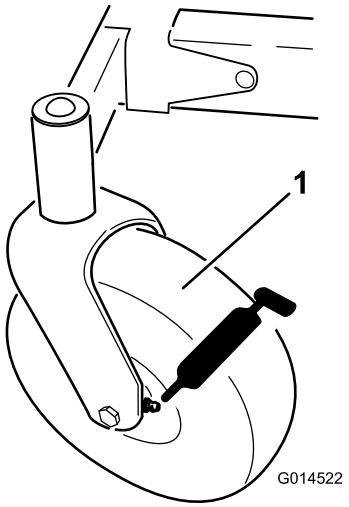
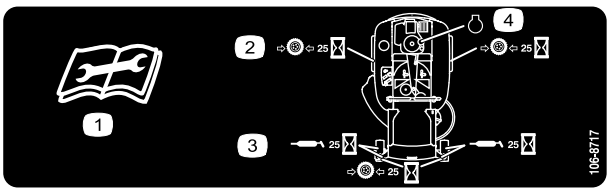

Figuur 28
Figuur 29
3. Reinig de smeernippels (Figuur 28 met Figuur 29) een doek. Indien nodig verf van de voorkant van de nippels afkrabben.
4. Zet telkens een smeerpistool op een nippel (Figuur 28 en Figuur 29). Spuit vet in de nippels totdat er nieuw vet bij de lagers naar buiten komt.